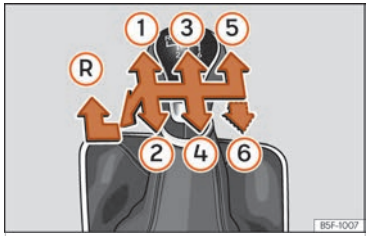

Fig. 97 Gear shift pattern of a 5 or 6-speed manual gearbox.
Gear positions are indicated on the gear lever ››› Fig. 97.
- With the gear lever in neutral, push it down, move it all the way to the left and then forwards to select reverse gear ››› Fig. 97 Ⓡ.